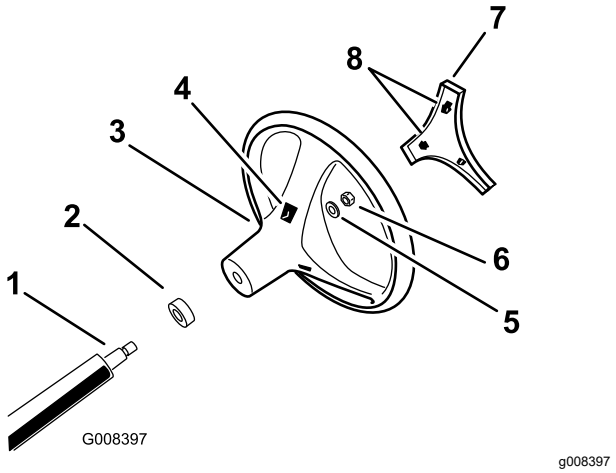

Figura 3
4. Fixe o volante no eixo com a porca de bloqueio e aperte-a a 24 a 29 N·m como se mostra na Figura 3.
5. Alinhe as patilhas da tampa com as ranhuras no volante e coloque a tampa no volante (Figura 3).